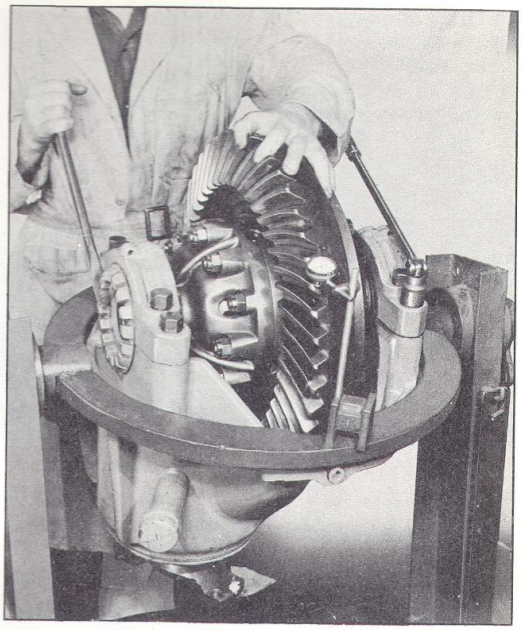

Fig. 15 - Checking Backlash
1. Manipulate the adjusters (3) so as to bring the bevel gear (18) close to the pinion (26) and, at the same time, remove the excess bearing end play. As the above adjustments are being made, the capscrews (15) should be tightened just enough to allow snug movement of the adjusters.
2. The back lash should be brought to the number (such as .011'') that is etched upon the heel of the bevel gear tooth. A dial indicator should be used to check this movement. See Figure 15.